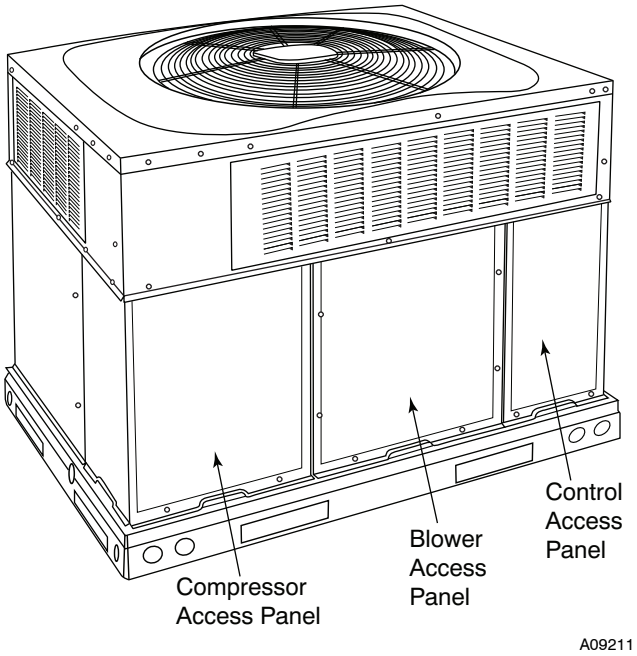

Fig. 21 - Unit Access Panels
a. Remove blower access panel (see Fig. 21).
g. Reinstall blower access panel (see Fig. 21).
1. Remove control access panel (See Fig. 21).
Remove blower access panel (see Fig. 21). Limit switch(es) are located on the fan partition.
3. Remove control access panel (See Fig. 21).
Remove access panels (see Fig. 21) to locate all the electrical controls and wiring. Check all electrical connections for tightness. Tighten all screw connections. If any smoky or burned connections are noticed, disassemble the connection, clean all the parts, re-strip the wire end and reassemble the connection properly and securely.